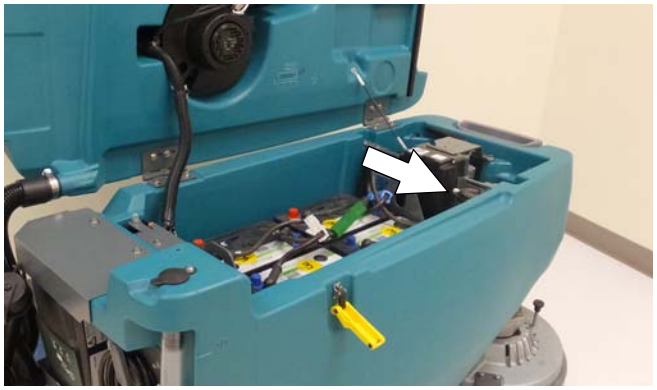

図　89
2. 汚水回収タンクを持ち上げてec-H2O水質調整カートリッジにアクセスします（図89）。